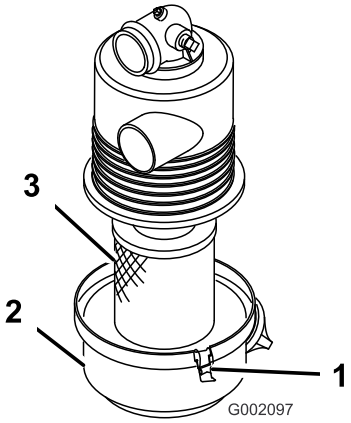

**Figure 33**
3. Release the latches securing the air cleaner cover to the air cleaner body. Separate the cover from the body. Clean the inside of the air cleaner cover (Figure 33).
4. Gently slide the filter out of the air cleaner body to reduce the amount of dust dislodged (Figure 33). Avoid knocking the filter against the air cleaner body.